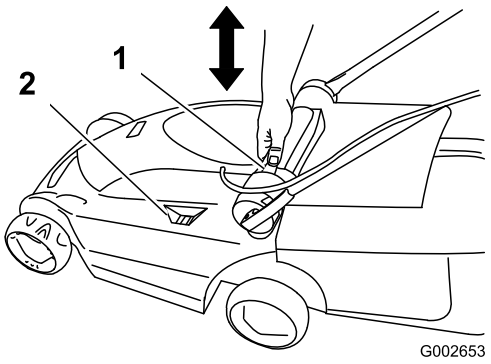

Figur 19
2. Trykk ned justeringsknappen for klippehøyde med tommelen og trykk ned eller løft opp klippehøydehåndtaket til ønsket klippehøydeinnstilling som vises i klippehøydeavlesingen (Figur 19).